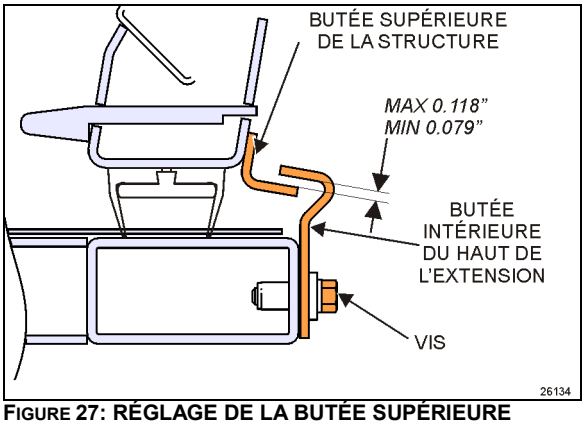

FIGURE 27: RÉGLAGE DE LA BUTÉE SUPÉRIEURE
1. Régler la butée supérieure selon la Figure 27 avec le joint dégonflé. Lors du gonflage, le joint presse la structure de toit légèrement vers le haut et à ce moment, la butée